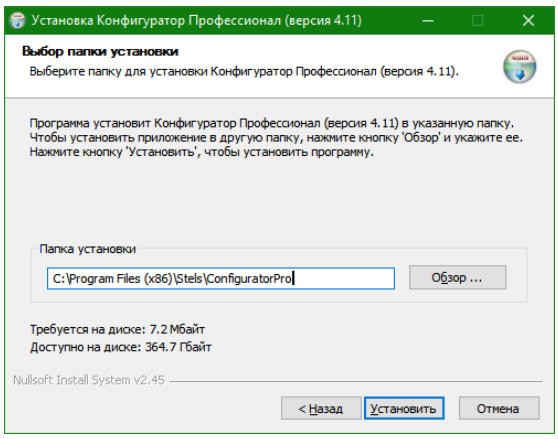

Рис. 2.3. Окно *Выбор папки установки*
5. В следующем окне укажите папку установки и нажмите кнопку Установить (рис. 2.3).